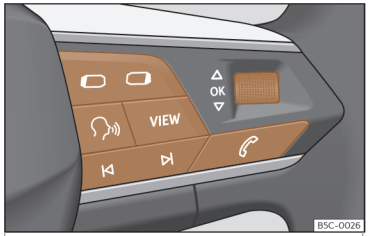

Abb. 60 Rechte Seite des Multifunktionslenkrads: Bedienelemente für die Menüs und Informationsanzeigen im Kombi-Instrument (ausstattungsabhängig).
Solange eine Warnung der Priorität 1 vorliegt, ››› Seite 75, kann auf kein Menü zugegriffen werden. Einige Warnmeldungen können bestätigt und ausgeblendet werden über die Taste OK am Multifunktionslenkrad ››› Abb. 60.
- Falls eine Meldung oder das Fahrzeug-Piktogramm angezeigt wird, drücken Sie die Taste OK››› Abb. 60; ggf. mehrere Male.
- Zum Menüwechsel verwenden Sie die Tasten ◁ oder ▷››› Abb. 60.
• Um das Menü oder die Informationsanzeige aufzurufen, die angezeigt wird, drücken Sie die Taste OK››› Abb. 60 oder warten Sie einige Sekunden lang bis das Menü oder die Informationsanzeige automatisch geöffnet werden.
• Im angezeigten Menü, drehen Sie das rechte Rädchen am Multifunktionslenkrad ››› Abb. 60 bis der gewünschte Menüpunkt markiert ist. Der Menüpunkt wird umrahmt dargestellt.
• Drücken Sie die Taste OK››› Abb. 60 , um die gewünschten Änderungen vorzunehmen. Eine Markierung zeigt an, dass die entsprechende Funktion bzw. das System aktiviert sind.
Drücken Sie die Taste ⮌ oder ⮎ ››› Abb. 60.